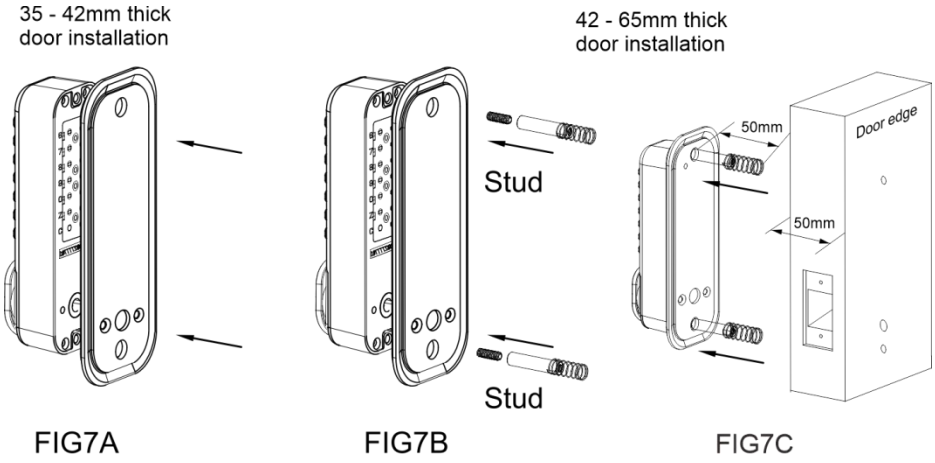

FIG7A FIG7B FIG7C
1) Bij installatie van een deur met een dikte van 35~42 mm, plaats het rubberen kussentje (zie afbeelding 7A).